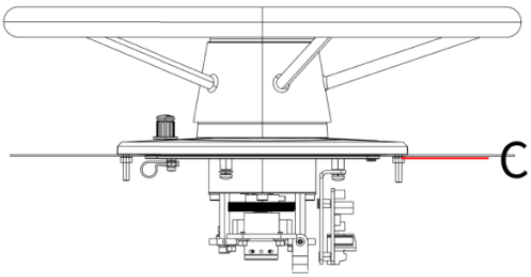

图4.2
2. 通过安装螺柱和配件将手轮固定在安装板上，拧紧螺母C。使手轮与安装板紧固可靠。接触面不得出现间隙、不可出现晃动，如图4.2